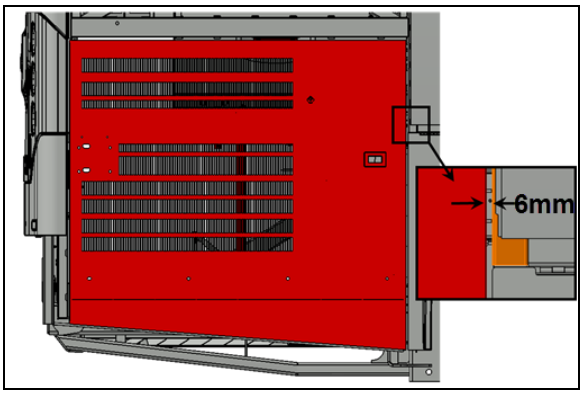

FIGURE 109
5. Check the gap between the door and the adjacent panel at the level of the upper attachment point of the arm on the door. The gap should be ¼" (6 mm) (FIGURE 109).